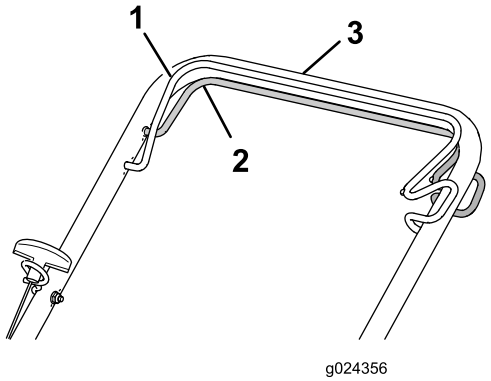

Figuur 17
- **De zelfaandrijving inschakelen:** Hou de zelfaandrijvingsstang tegen de handgreep gedrukt (Figuur 17).